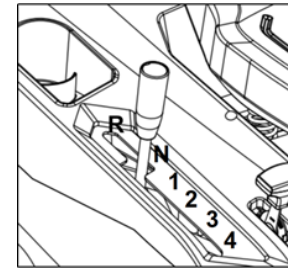

Рис. 36
- Переведите рычаг переключения передач в нейтральное положение (для механического типа) (рис. 36).